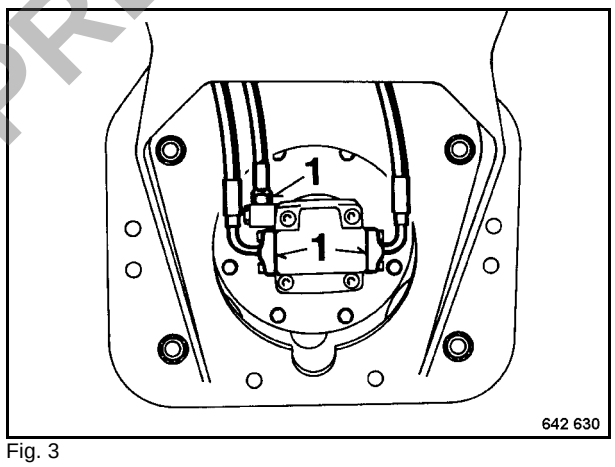

Fig. 3
3. Mark the hydraulic hoses on the vibration motor and unscrew the spigot nuts from ports 1 (Fig. 3). Close all connections and hydraulic hoses immediately with plugs.